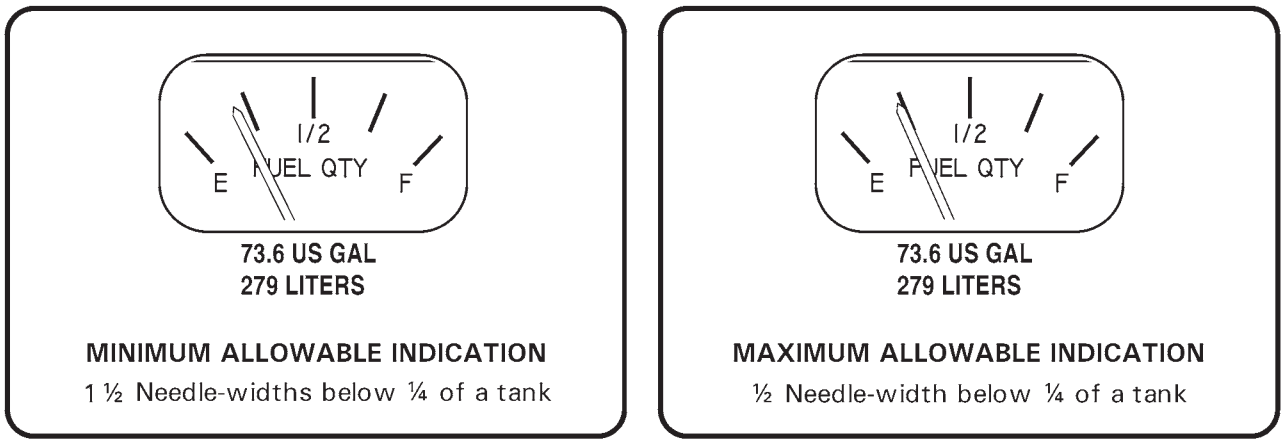

FIGURE 28-3 FUEL INDICATION CHECK
3. Refer to Figure 28-3. Push in (2 amp) GAGES circuit breaker at panel and turn battery switch on. (Press QUANTITY button on aux fuel control panel for aux tank quantity, displayed on fuel quantity gage.) Verify gage reads one-half needle width to one & one-half needle widths below one-quarter mark. If fuel gage indication is correct, proceed to step 5.